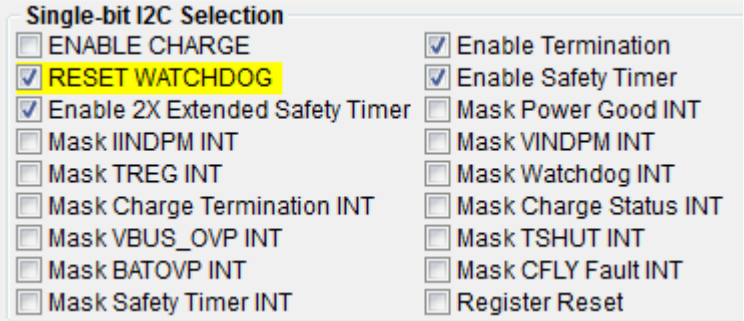

Figure 5. bq25910 WD_RST bit
- The *WD_RST* bit needs to be set first to force the charger out of default mode. This can be done by setting the *RESET WATCHDOG* checkbox on bqStudio, see Figure 5 for the location of the *WD_RST* bit in the *Single-bit I2C Selection* section of bqStudio.